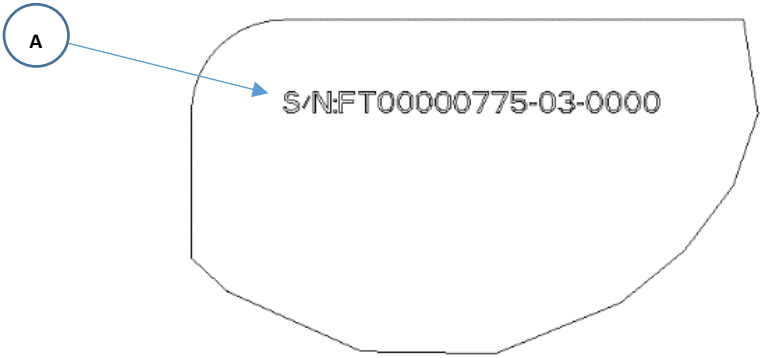

Fig. 4
Серийный номер (A), печатается на опорной базе, рис. 4.